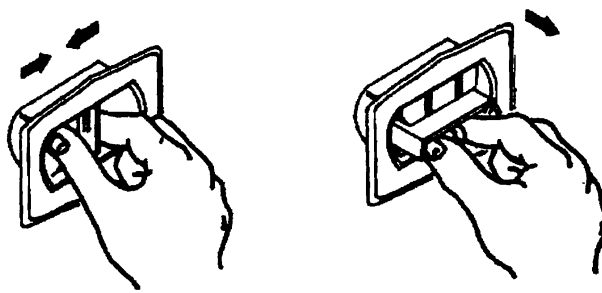

Figure 2.1: Removing a Shipping Clip
1. On the outside of the carton, remove the four (4) plastic shipping clips which secure the foam encasing. To remove a clip, squeeze the two ridges of the insert together and pull the insert out of the casing (See Figure 2.1). Then gently pry the outer casing out of the cardboard.